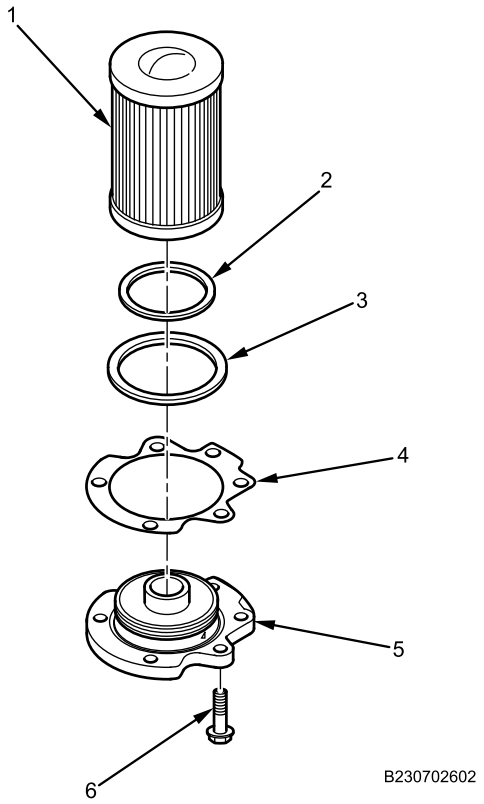

Figure 3. Filter and Seals.
1. Position new seals (Figure 3, Item 2 and 3) and new gasket (Figure 3, Item 4) on cover (Figure 3, Item 5).
2. Install new filter (Figure 3, Item 1) on cover (Figure 3, Item 5).